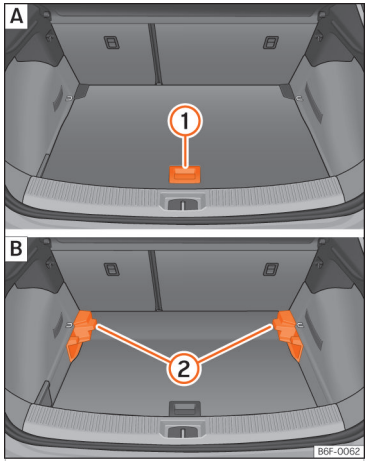

Abb. 144 Variabler Gepäckraumboden: A Hochstellung; B Tiefstellung.
- Um von der niedrigen in die hohe Position überzugehen, heben Sie den Boden am Haltegriff ››› **(Abb. 144)** 1 an und ziehen Sie ihn nach hinten, bis der vordere Teil des Bodens vollständig über den Halterungen 2 liegt.
- Um von der hohen in die niedrige Position überzugehen, heben Sie den Boden am Haltegriff ››› **(Abb. 144)** 1 an und ziehen Sie ihn nach hinten, bis der vordere Teil des Bodens vollständig über den Halterungen 2 liegt.
- Den vorderen Teil auf den Boden absenken und diesen bis zum Anschlag an den Rücksitzlehnen nach vorn verschieben und dabei den Boden gleichzeitig mit Hilfe des Haltegriffs (1) absenken.
- Bei einem variablen Boden in hoher Position diesen am Haltegriff anheben ››› (Abb. 144) (1), daran ziehen und in Richtung der Rücksitzlehne bewegen bis der Boden an der Scharnierlinie eingeklappt wird und sich der bewegliche Teil des Bodens auf diesem befindet.